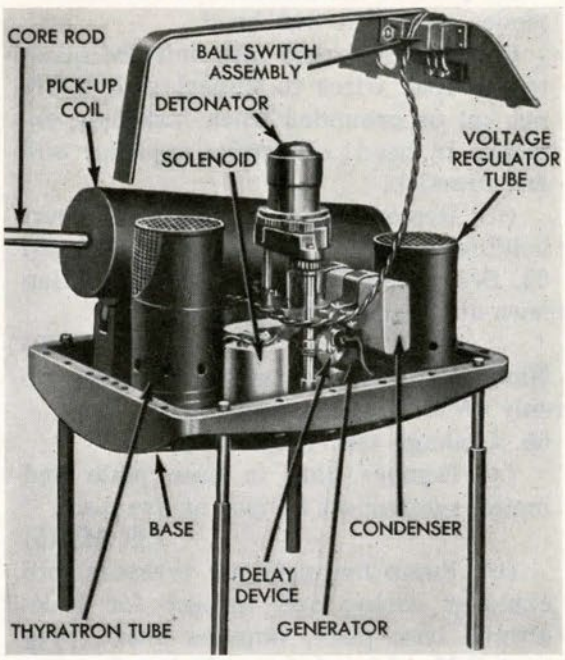

Figure 129
the switch and through the base of the switch, and then secure leads to terminals on bakelite block (Fig. 129). (435)